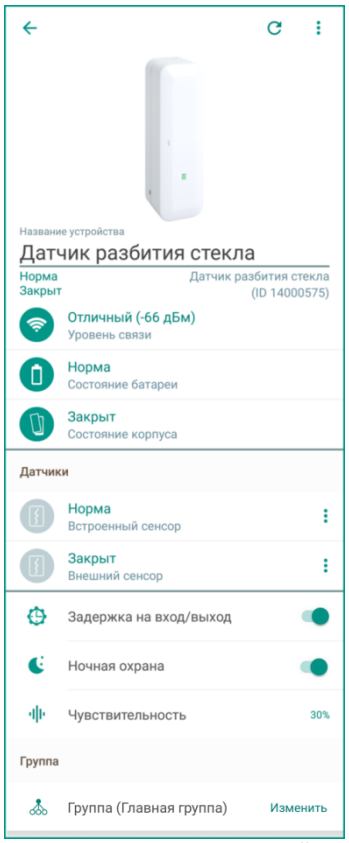

Рисунок 12.1 – Экран настройки датчика
1. В приложении на экране настройки датчика (в строке *Уровень связи*, см. рисунок 12.1).
Текущие параметры работы отображаются на экране настройки датчика (см. рисунок 12.1):
Настройки работы датчика могут быть изменены на экране настройки датчика (см. рисунок 12.1):
1) Откройте экран настройки датчика в приложении (см. рисунок 12.1).